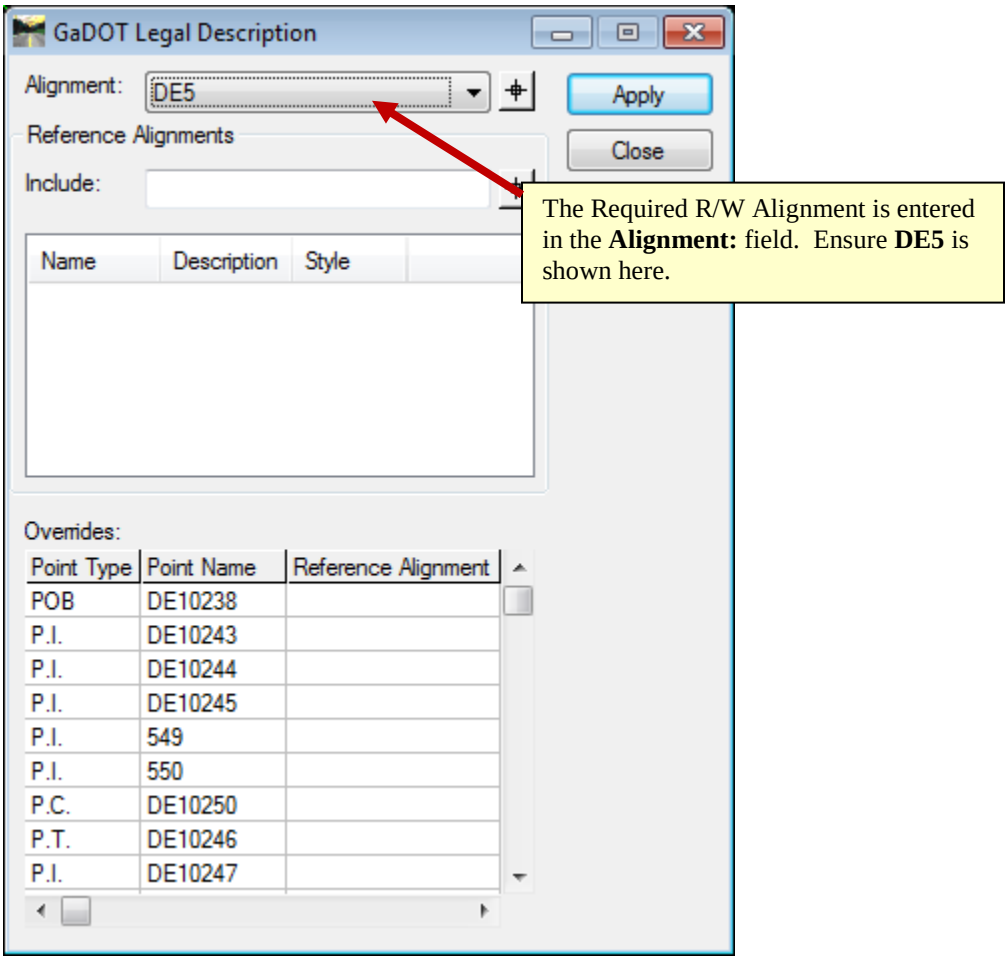

Figure L12-55 GaDOT Legal Description
51.	**The Alignment: field is where the Required R/W Alignment is entered. Enter the Required R/W Alignment DE5.** • In the **GaDOT Legal Description** dialog, use the pull-down arrow next to **Alignment:** to select ***DE5*** as shown in *Figure L12-55*.